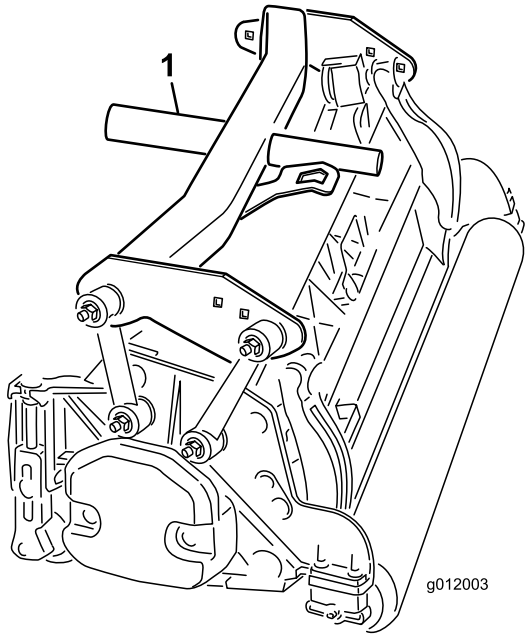

**Figur 18**
4. Placer den bageste bæreramme (Figur 18) på den bageste klippeenhed.